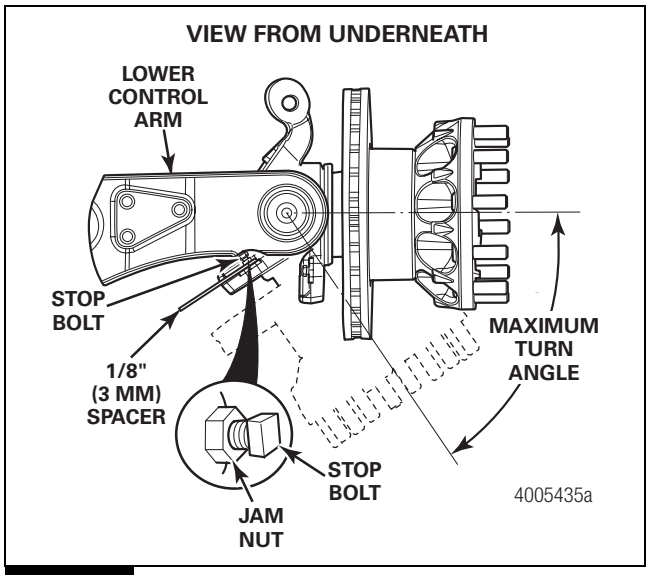

Figure 8.2
2. Turn the steering wheel until the boss on the lower control arm touches the spacer in front of the stop bolt. Measure the turn angle. Figure 8.2.
A. Loosen the stop bolt jam nut. Figure 8.2.